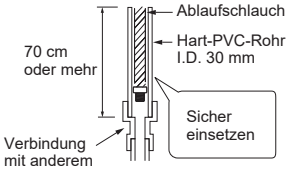

Abb. 4
- Achten Sie bitte beim Anschließen des Ablaufschlauchs an das Hart-PVC-Rohr darauf, den Schlauch fest und sicher in das Rohr einzusetzen. (Abb. 4)